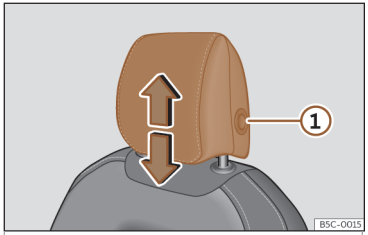
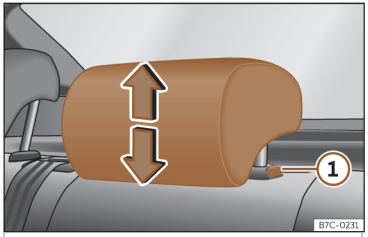

Fig. 107 Sedile anteriore: regolazione del poggiatesta.
Fig. 108 Poggiatesta posteriore: regolazione del poggiatesta.
- Afferrare il poggiatesta ai lati con entrambe le mani e spingerlo verso l'alto fino a fissarlo nella posizione desiderata. Per abbassarlo, agire analogamente, premendo il tasto laterale (1)>>> **fig. 107** >>> **fig. 108**.
- Premere il pulsante laterale>>> **fig. 107** (1) e rimuovere il poggiatesta.